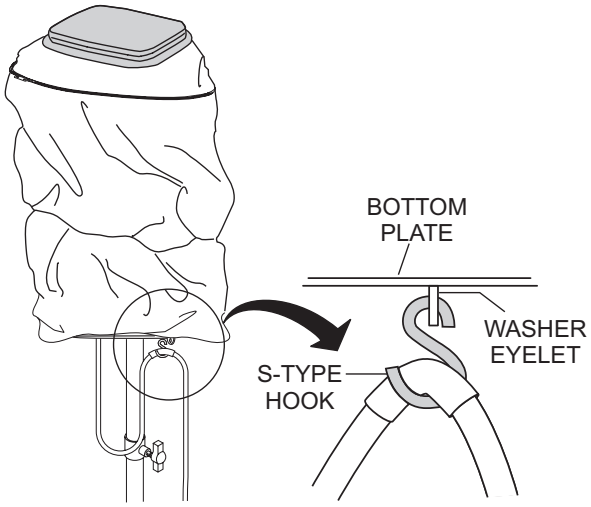

Figure 11. Securing Power Cord
4. Attach the S-type hook (Figure 11) on the AC power cable onto the washer-eylet located on the bottom plate of the light assembly.